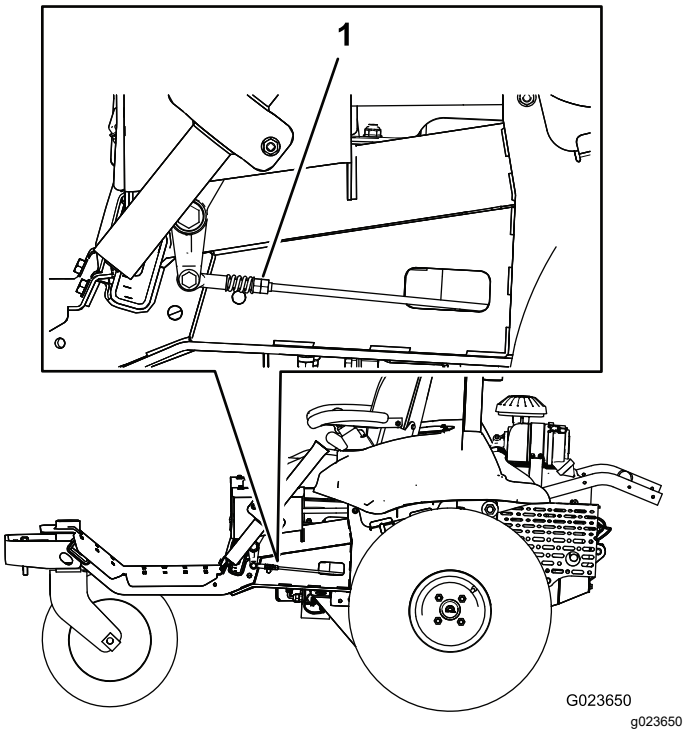

Figure 65
7. On 1 side of the machine, slowly turn the double nuts on the linkage (Figure 65) until the wheel on that side starts to rotate, then turn the double nuts in the opposite direction until the wheel rotates in the other direction.